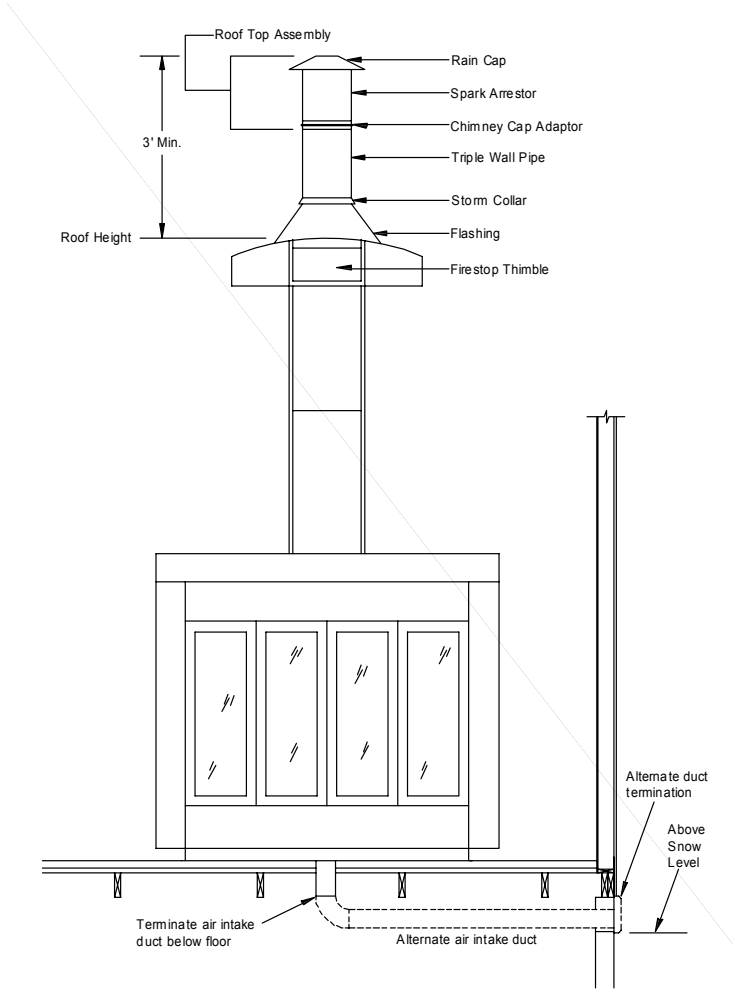

Figure 91. *Chimney and combustion air intake duct installation*
a. Using a combustion air duct system, as shown in **Figure 91**, that is listed for use with the fireplace provided with the home and installed in accordance with the instructions provided, or